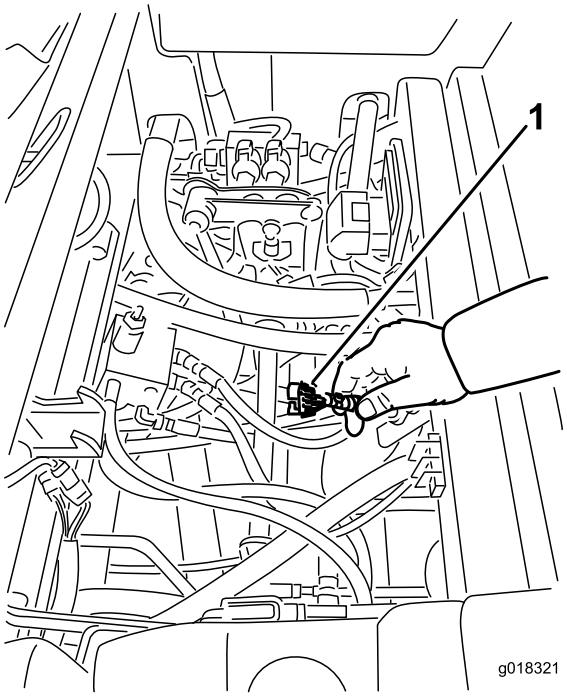

Figur 21
3. Lokalisera ledningsnätet och kontaktdonen nära styrenheten (Figur 21).